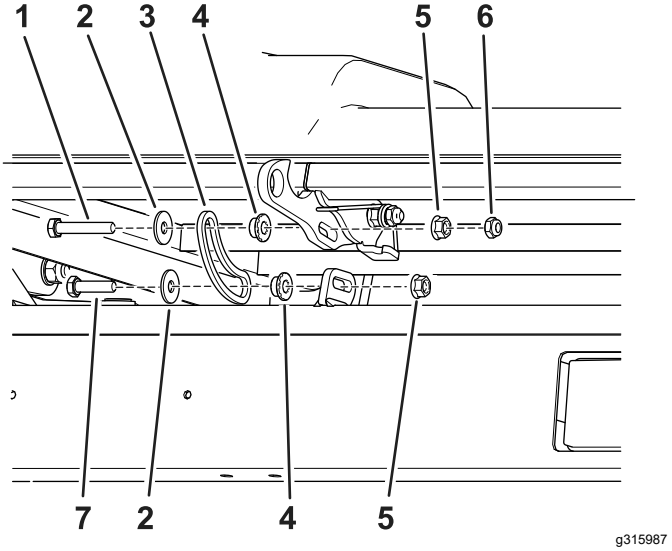

图 4
2. 用长螺栓、扁平垫圈、衬套、凸缘螺母和锁紧螺母将杆接头安装到挂钩上图 4。
3. 用短螺栓、扁平垫圈、衬套和锁紧螺母将杆接头安装到挂钩上图 4。